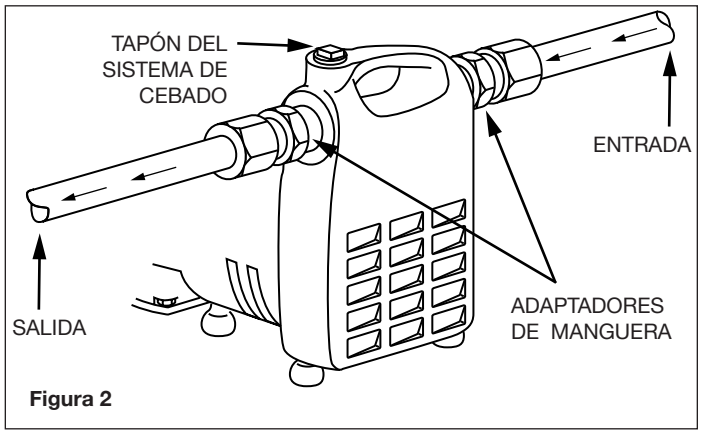

Figura 2
4. La Figura 2 le indica cómo instalar la bomba. Los adpatadores con roscas se le suministran para que conecte mangueras para jardín cuando las condiciones lo permitan. En ningún caso la bomba debe colocarse a más de 4,5 m (15 pies) de distancia o de altura con respecto a la entrada de agua. Instale una válvula de pie cuando la altura de succión sea superior a los 3 m (10 pies) o cuando la línea de succión tenga más de 3 m (10 pies) de largo.